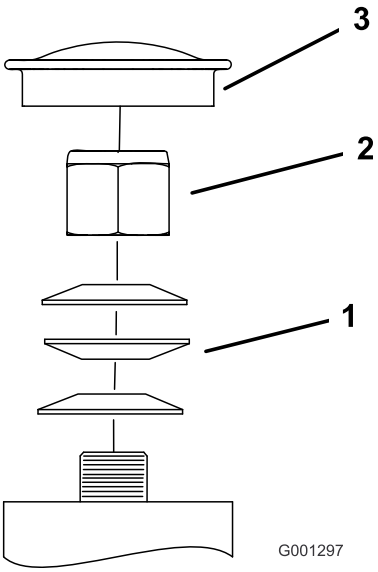

Figur 59
3. Fjern støvhætten fra styrehjulet, og spænd låsemøtrikken (Figur 59).
4. Spænd låsemøtrikken, indtil fjederskiverne er flade, og skru derefter 1/4 omgang ud for at indstille forspændingen på lejerne korrekt (Figur 59).
Vigtigt: Sørg for, at fjederskiverne monteres korrekt som vist i Figur 59.
5. Monter støvdækslet (Figur 59).